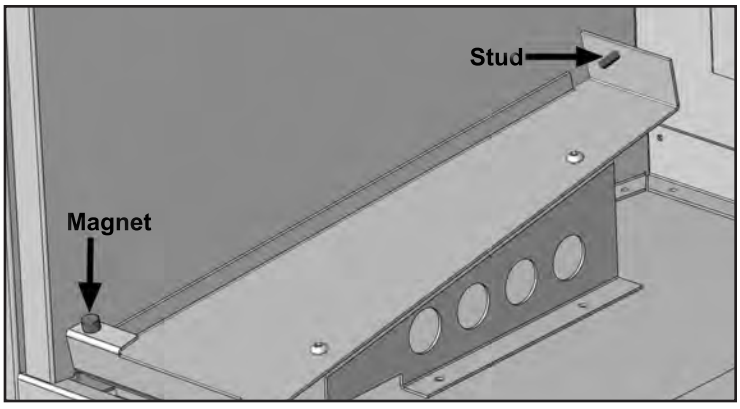
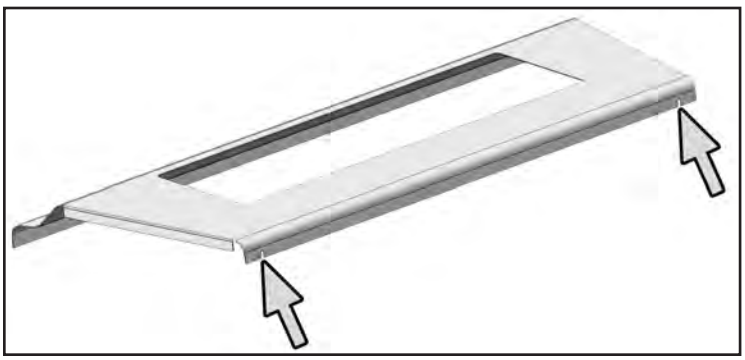

Figure 49: Permanent Magnet on Left Burner Cover Support.
Figure 50: Slots in Back of Burner Cover.
7. Install the Left Burner Cover Support as shown in Figure 50. This bracket is installed using three (3) T-20 Torx screws supplied. Install the Right Burner Cover Support Right as you've done on the left side.
8. Place one of the Permanent Magnets provided on the front edge of the Burner Cover Supports as shown in Figure 49.
10. Place the Ceramic Burner Front on top of the Burner Cover Supports as shown in Figure 49. This part should be pulled forward until it contacts the metal brackets in the front.
11. The Burner Cover has two (2) slots, one the either side of the rear flange (refer to Figure 50). These slots fit over the two (2) studs in the firebox (refer to Figure 49) to keep it in place.